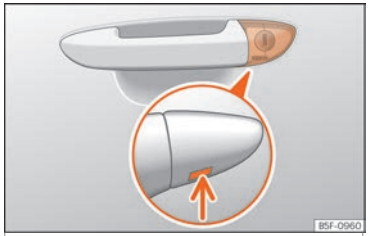

Fig. 6 Manípulo da porta do condutor: canhão da fechadura oculto.
- Introduza o palhetão na abertura inferior da tampa do manípulo da porta do condutor ››› Fig. 6 (seta) e retire a tampa de baixo para cima.